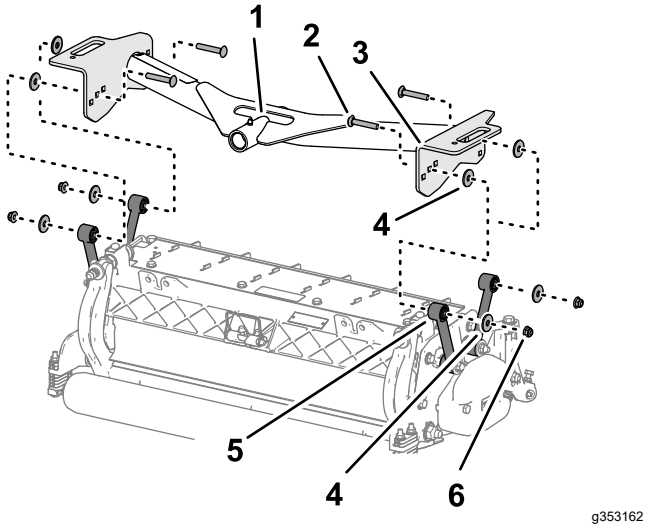

Figur 17
1. Rikta in hålen på den främre bärramens plattor med hålen i klippenhetens fästplattor (Figur 17).
2. Rikta in en bricka mellan bärplattan och länken (Figur 17). Montera sedan plattorna och distansbrickan löst med en vagnsskruv (⅜ x 2 ¼ tum), en bricka och en flänslåsmutter (⅜ tum).